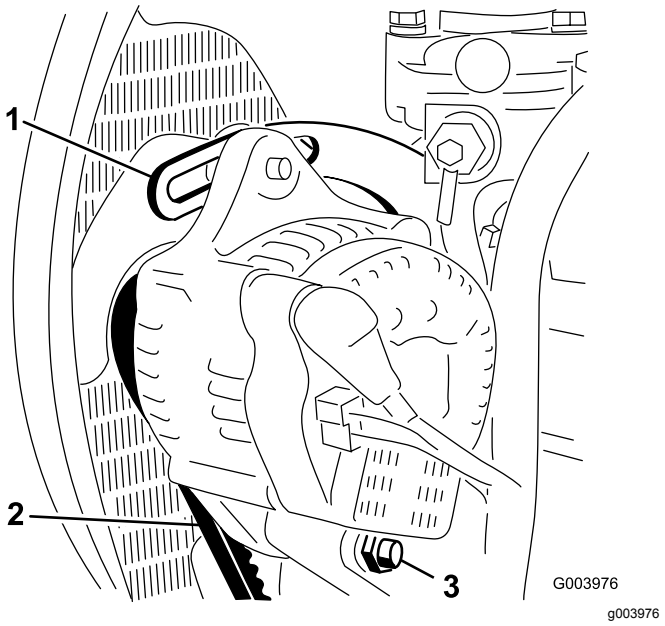

图63
2. 检查交流发电机皮带张紧力的方法使用 10kg 的力按压交流发电机和曲轴箱皮带轮之间的皮带图63中间位置。
3. 松开将皮带环形支架固定到发动机图63的螺栓以及将交流发电机固定到皮带环形支架上的螺栓和枢轴螺栓。